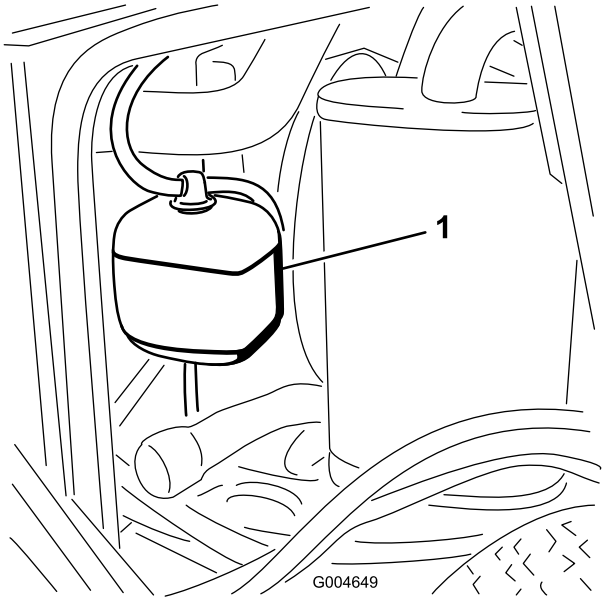

**Figur 49**
1. Kontroller kølevæskestanden i ekspansionsbeholderen (Figur 49). Væskestanden skal ligge mellem mærkerne på siden af beholderen.